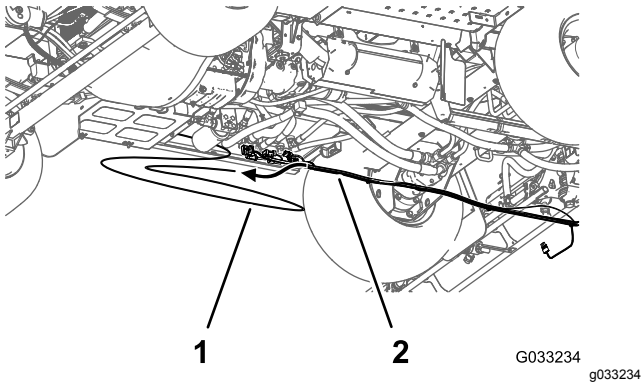

Figur 53
4. Ta bort tryckgivarröret för instrumentbrädans mätare från det bakre kablaget på maskinen (Figur 53).